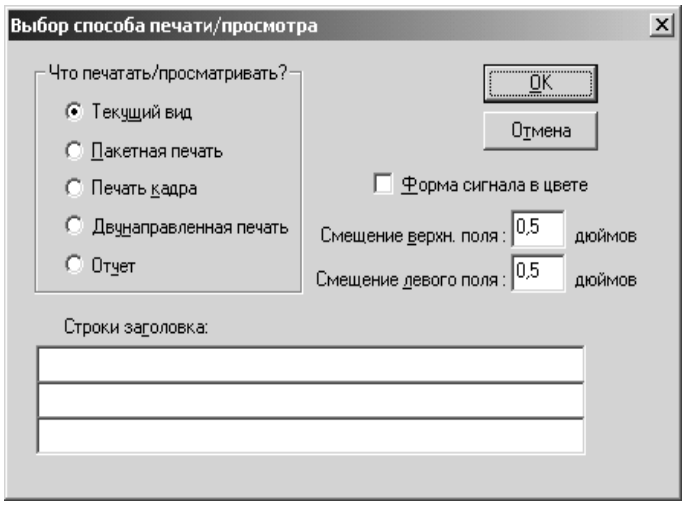

Рисунок 10-1: Диалоговое окно Выбор способа печати/просмотра
3. Выберите Файл>Печать (или “Предварительный просмотр”). Открывается диалоговое окно “Выбор способа печати/просмотра” (см. Рисунок 10-1).